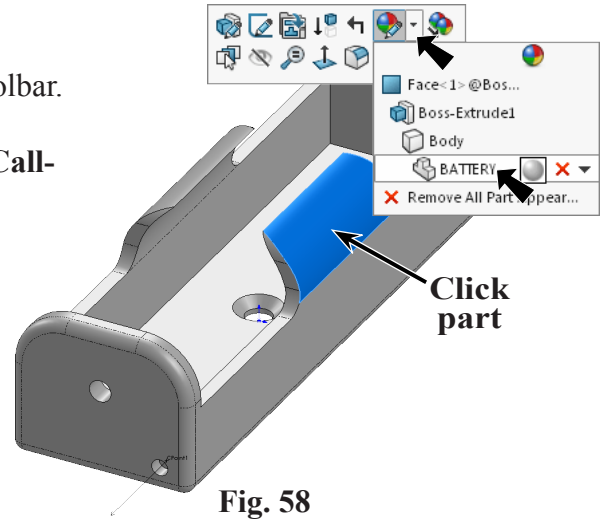

Fig. 58
Step 2. Click part to select the part, click **Appearance Callout** on the context toolbar and click **BATTERY...**, **Fig. 58**.